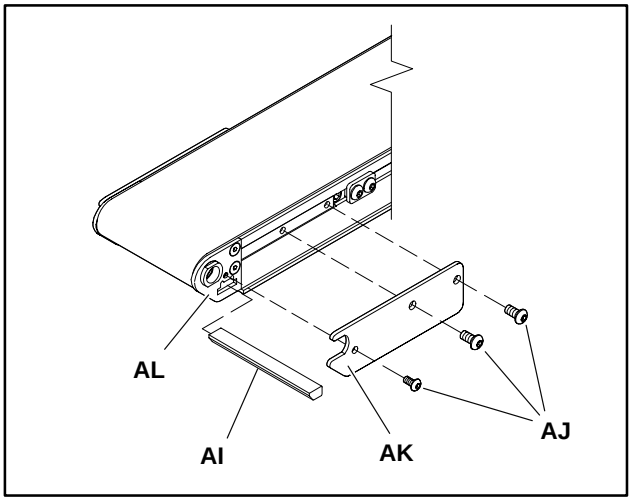

Abbildung 14
1. Am Abwurfende die Schrauben der hinteren Deckplatte (AJ siehe Abbildung 14) von einer Seite des Förderers entfernen.
2. Die hintere Deckplatte abnehmen (AK).
3. Den unteren Abstreifer (AI) durch den Seitenschlitz der Endplatte schieben (AL).